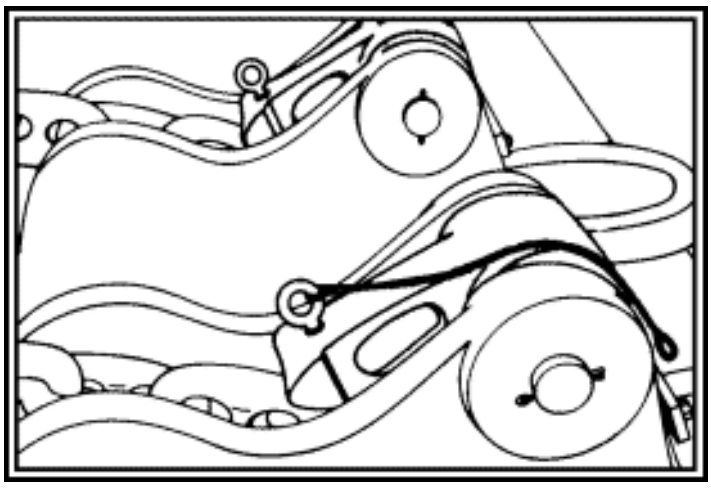

Figure 21-21. Closing Riding Pawl
- Close the riding pawl (Figure 21-21).